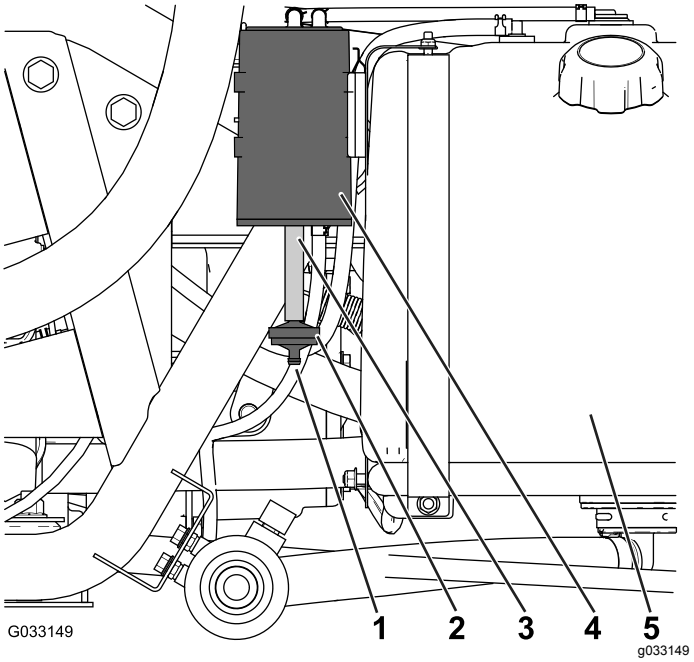

Rysunek 45
Sprawdź otwór u dołu filtra powietrza węglowego pochłaniacza oparów i upewnij się, że jest czysty, drożny i wolny od zanieczyszczeń (Rysunek 45).
1. Odłącz przyłącze karbowane filtra w węglowym pochłaniaczu oparów od węża w dolnej części pochłaniacza, a następne zdejmij filtr (Rysunek 45).